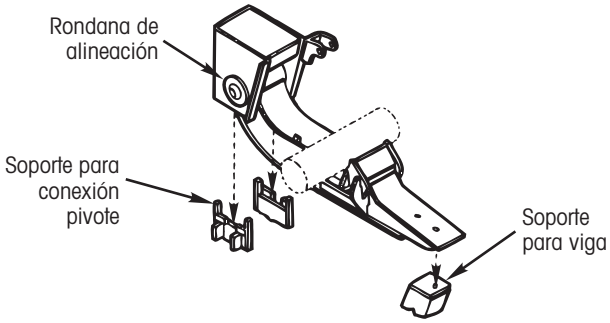

Figura 4. Instalación de percha y viga
• **Vigas y perchas pre-ensambladas** — (consulte la Figura 4). Baje el ensamble de percha y viga en ambos soportes de conexión pivote y la viga. La percha se deslizará hacia abajo dentro del soporte de la conexión pivote y será soportada por las arandelas de alineación (Figura 4). Los soportes de la viga localizarán y soportarán el extremo de la viga. Repita el procedimiento en el ensamble de percha y viga restante.